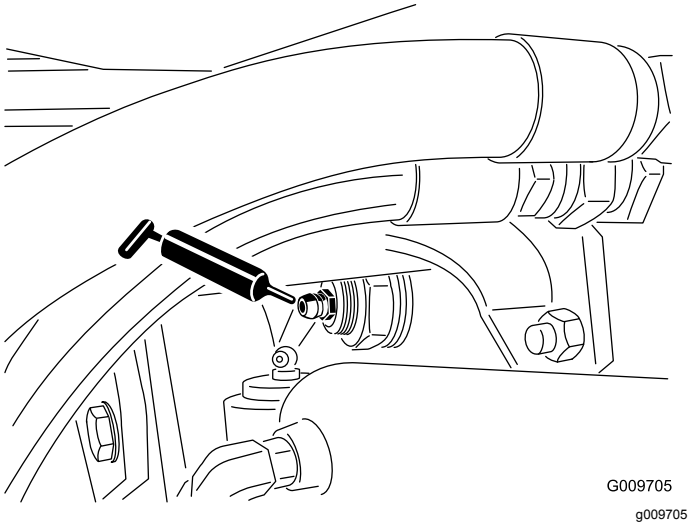

Figur 44
- Bakre axeltappsbussningar (2) (Figur 44)